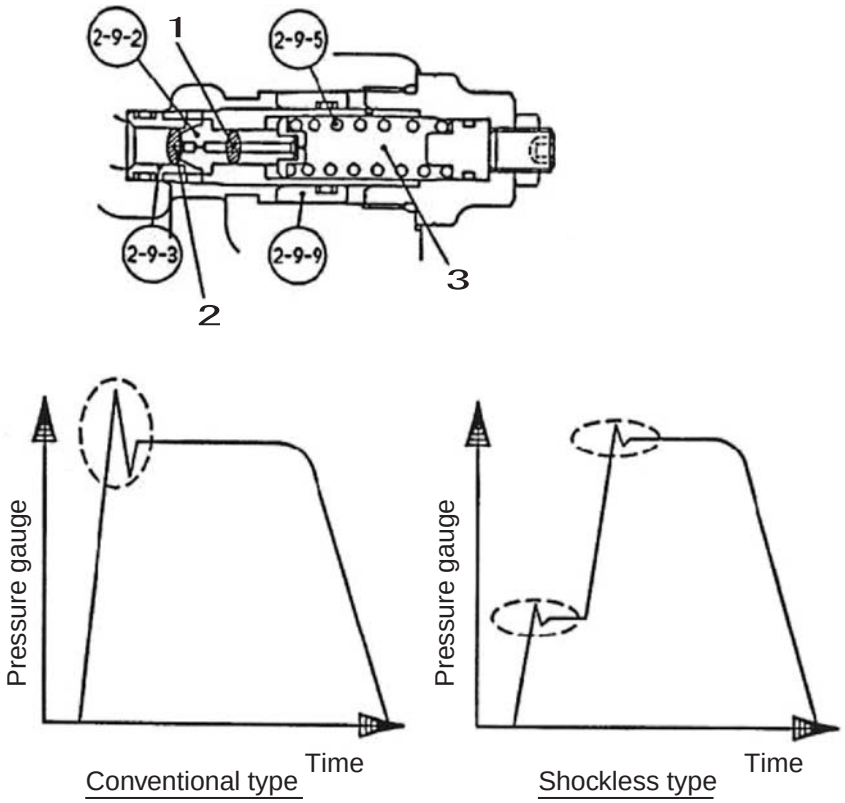

Figure 10 Shockless function and pressure wave comparison
B. Shockless function (Figure 10)
Operating the relief valve in two stages in this way reduces the shock that occurs when the piston motor is started or braked and provides good operability. Figure 10 compares the pressure waveforms of the conventional type and the shockless type.